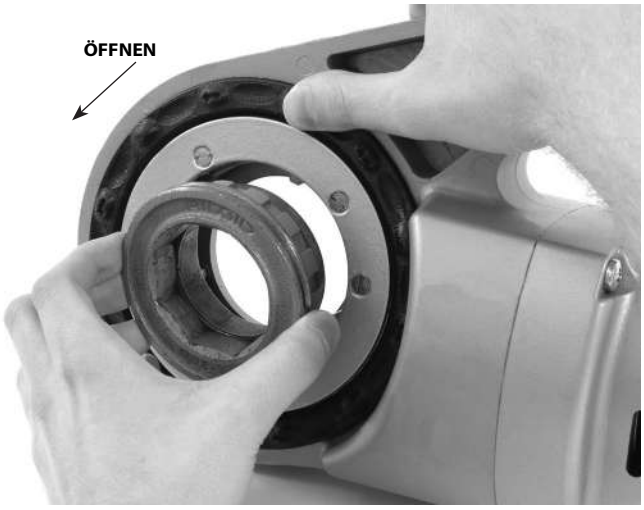

Abbildung 8 - Einbau des Adapters in die 690-I
b. Bauen Sie bei Bedarf den Adapter in die 690-I ein. *(Abbildung 8)*.